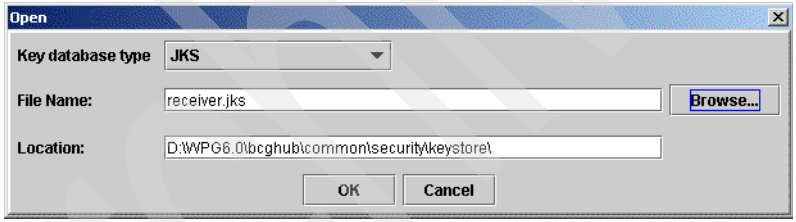

Figure 8-4 Opening the existing keystore
2. In the open window (Figure 8-4) complete these tasks: